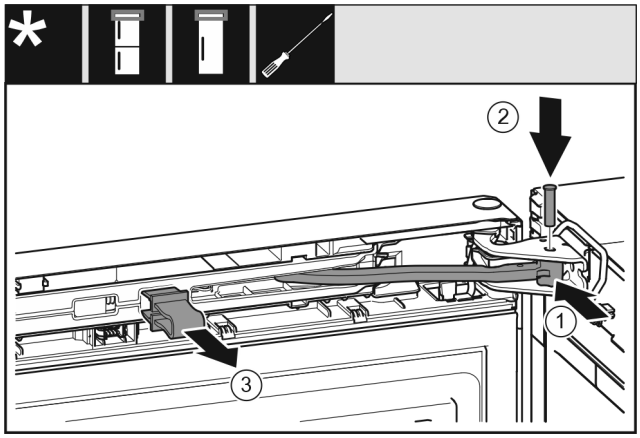

Fig. 34
- ▶ Turn the joint *Fig. 34 (1)* in the bearing block.
- ▶ Insert thebolt *Fig. 34 (2)* into the bearing bracket and joint. Ensure that the latching cam is in the groove properly.
- ▶ Remove the safeguard *Fig. 34 (3)*.